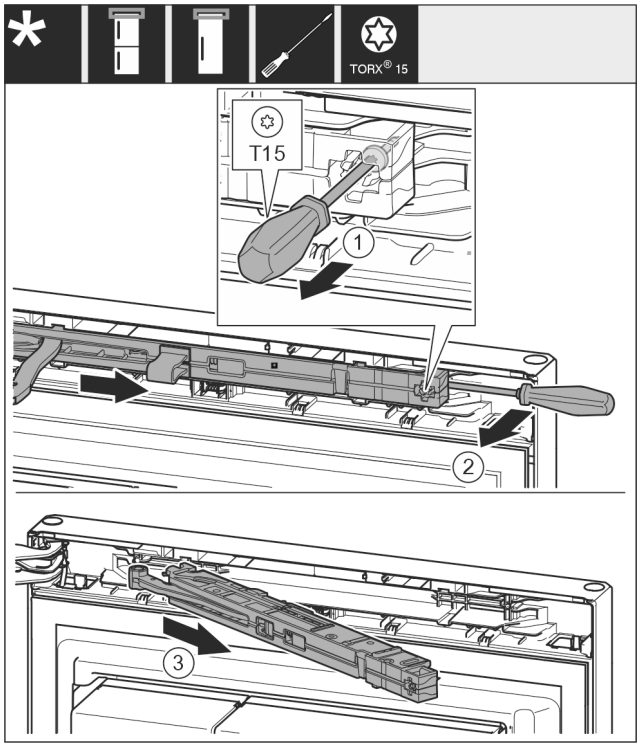

Fig. 13
▶ Schraube *Fig. 13 (1)* an Schließdämpfereinheit mit Schraubendreher 14 mm lösen.
▶ Schließdämpfereinheit *Fig. 13 (2)* griffseitig mit Schraubendreher nach vorne aushebeln.
▶ Schließdämpfereinheit *Fig. 13 (3)* herausziehen.